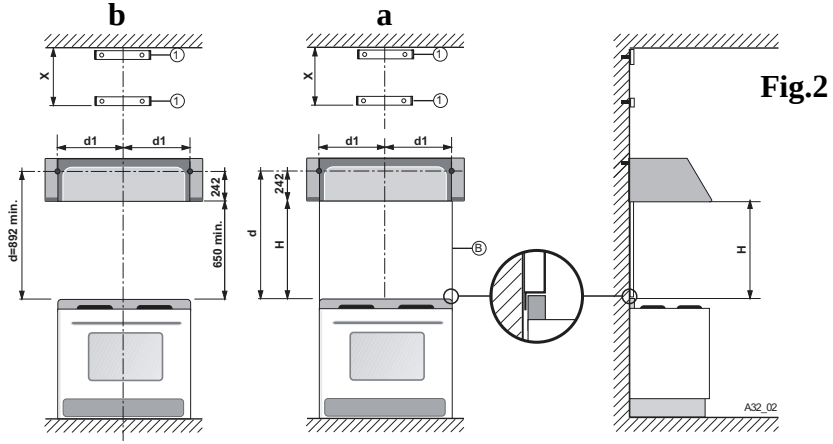

Fig.2
Se référer à la (**fig. 2**)
- *Poser* l'autre bride **1** sur la paroi en l'alignant à la ligne verticale à une distance **X** mesurée comme à la **fig. 2**, égale à la hauteur du semi-tube supérieur **S** fourni avec la hotte. La cote X peut avoir des valeurs différentes, selon les différentes hauteurs disponibles de la cheminée supérieure.